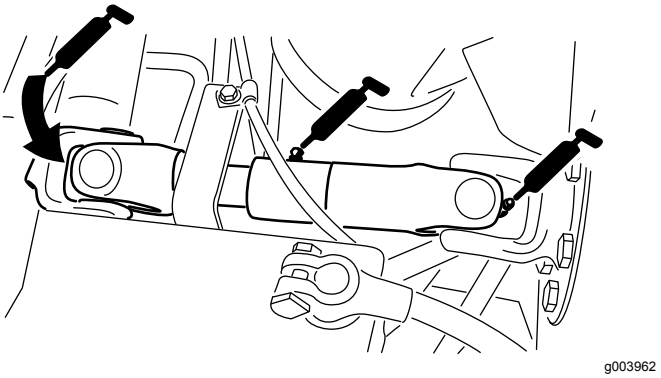

Figuur 38
- Kruiskoppeling pompaandrijfas (3) (Figuur 38)